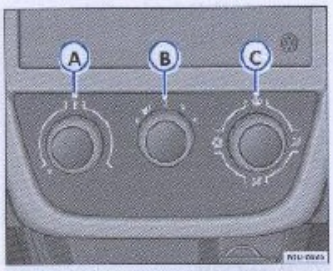
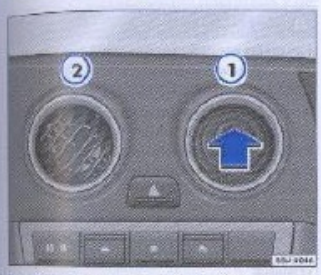

Fig. 93 Detalle en el tablero: mandos
Fig. 94 Difusores de aire: distribución
– Gire el mando de temperatura ⇒ fig. 93 Ⓐ a la izquierda.
– Gire el mando de temperatura ⇒ fig. 93 Ⓐ a la derecha, hasta alcanzar la temperatura de calefacción[30] deseada.
– Gire el mando de temperatura ⇒ fig. 93 Ⓐ totalmente a la derecha, hasta alcanzar la temperatura de calefacción.
– Gire el mando de temperatura ⇒ fig. 93 Ⓐ totalmente a la derecha, hasta alcanzar la temperatura máxima de calefacción.
① Difusor totalmente cerrado ⇒ fig. 94.
② Difusor totalmente abierto ⇒ fig. 94.
Por los cuatro difusores frontales (dos en el centro y uno en cada extremidad del tablero de instrumentos) sale aire renovado, calentado o no, según la posición del mando ⇒ página 114, fig. 93 Ⓐ. Estos difusores de aire son seleccionados por el mando Ⓒ y pueden ser abiertos o cerrados moviendo el cuerpo del deflector. Para apertura de la salida de aire, presione el área indicado ⇒ fig. 94 -flecha-.
Es posible alterar la dirección del aire para cualquier posición, moviendo el difusor abierto ⇒ fig. 94 ②, en el sentido horario o antihorario y con la inclinación deseada en las aletas. ◀